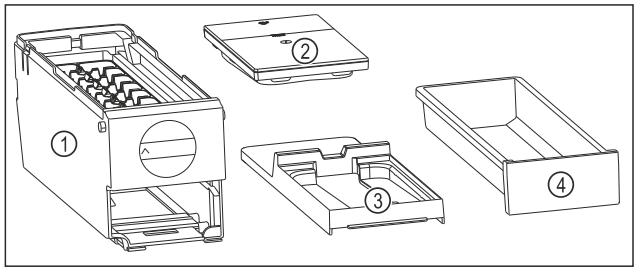

Fig. 146 Componente ale EasyTwist-Ice
▷ EasyTwist-Ice este dezasamblat în patru piese. (vezi Fig. 146)
▶ Dezasamblați EasyTwist-Ice numai în componentele ilustrate. (vezi Fig. 146)
▶ Curățați corpul EasyTwist-Ice *Fig. 146 (1)* ca un întreg.